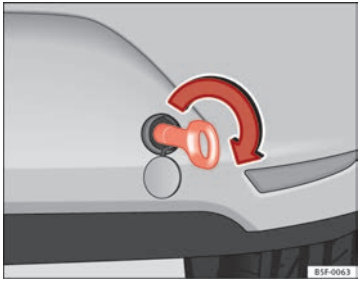

Fig. 176 Right side of the rear bumper: towline anchorage screwed in
– Screw the towline anchorage into the screw connection as far as it will go ⇒ Fig. 176 and tighten with the wheel brace.